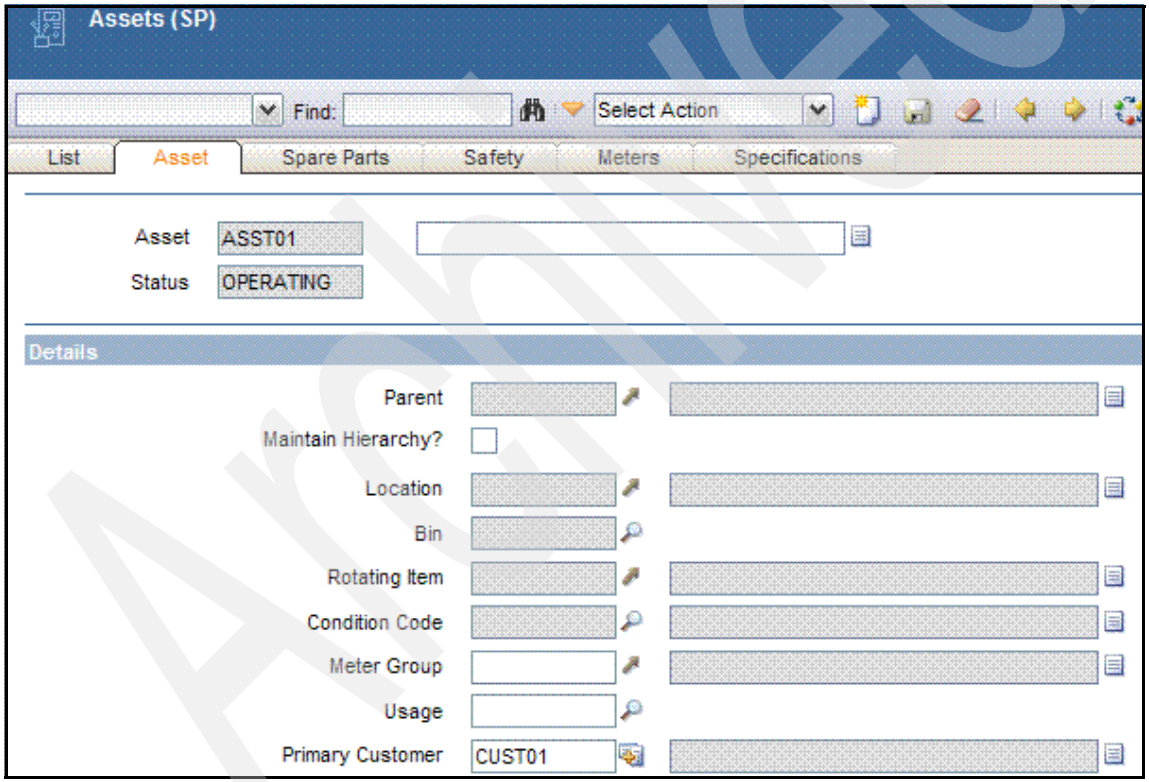

Figure 10-8 Asset ASST01 is successfully retrieved
2. Start the Assets (SP) application by selecting **Go To** → **Assets** → **Assets (SP)**.
3. Search and select asset ASST01. The asset is successfully retrieved, as shown in Figure 10-8.